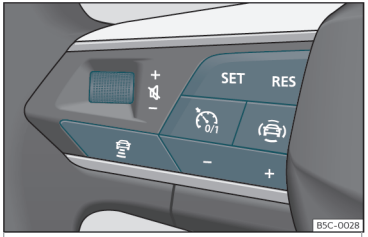

Fig. 151 On the multifunction steering wheel: buttons to operate the ACC
Your vehicle has ACC if it has a configuration menu in the infotainment system››› page 86 and if it has the ACC function buttons on the multifunction steering wheel››› Fig. 151 .
- To start regulation, press the button **SET** ››› Fig. 151.
To program the speed, press the **+** or **–** ››› **Fig. 151** buttons to the desired speed. The speed is adjusted at intervals of 10 km/h (5 mph).
- Press the button and then the button **+** or **–** ››› **Fig. 151** .